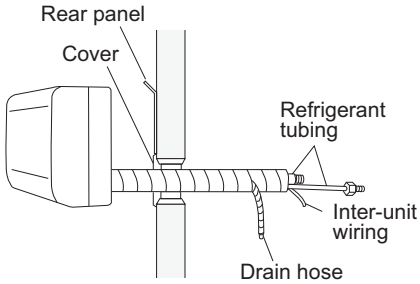

Fig. 2-228
(1) Shape the refrigerant tubing so that it can easily go into the wall hole. (Fig. 2-228)